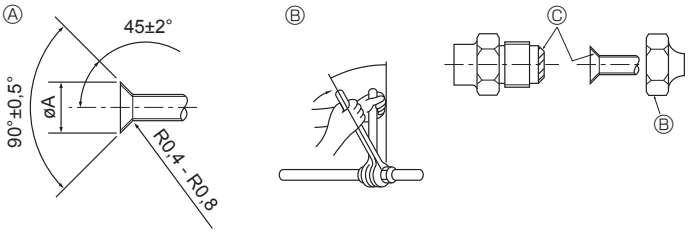

Fig. 4-1
4.1. Boruların bağlanması (Fig. 4-1)